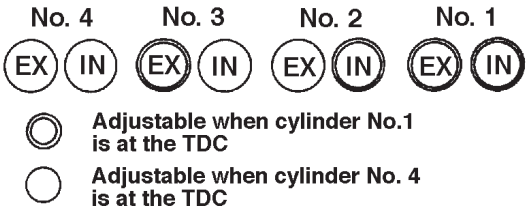

Figure 8. *Valve Sequence*
4. Measure the valve clearance for each of the valves (shown as ◎ in Figure 8).
6. Rotate crankshaft in clockwise direction one full turn to set cylinder No. 4 to TDC. Measure the remaining valves (shown as ○ in Figure 8).